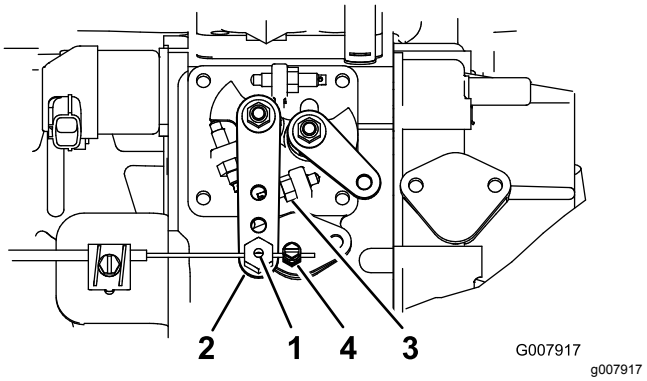

Figuur 55
2. Maak de klem van de gaskabel op de gaskabel los. Deze zit naast de hefboom van de injectiepomp (Figuur 55).
3. Houd de hefboom van de injectiepomp tegen de regelschroef voor het hoog stationair toerental (Figuur 55).